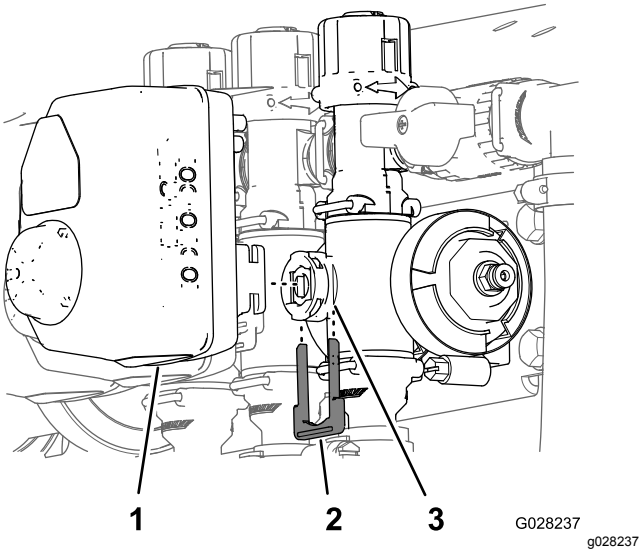

Figuur 109
3. Verwijder de borgclip waarmee de actuator bevestigd is aan de verdelerklep voor de gebruiksdosis, de mengklep, de hoofdklep van de spuitboom of de klep van een spuitboomgedeelte (Figuur 109).